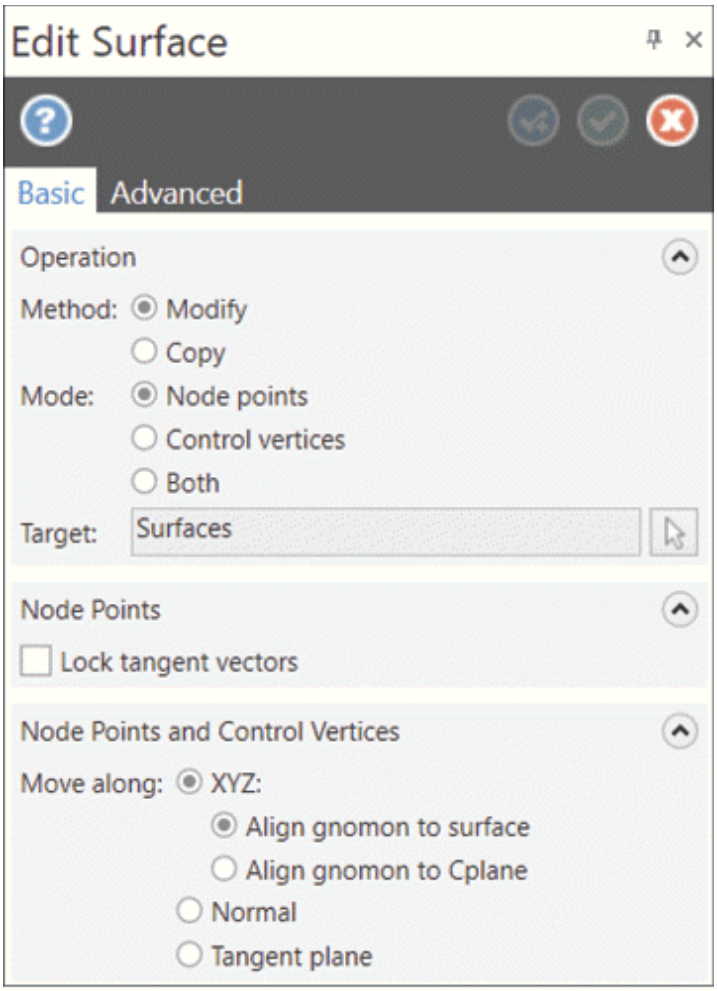

Figure-74. Edit Surface Manager
- Click on the **Edit Surface** tool from the **Modify** group in the **Surfaces** tab of the **Ribbon**. The **Edit Surface Manager** will be displayed; refer to Figure-74 and you will be asked to select the surface to be modified.